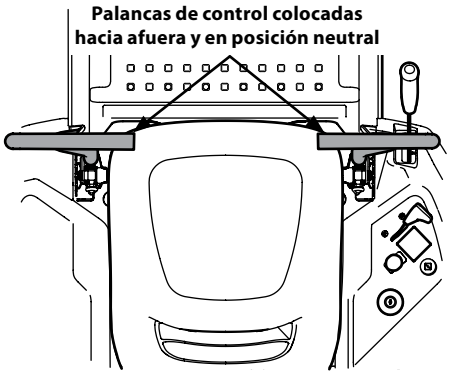

Figura 3-2
1. El operador debe estar sentado en el asiento del tractor con las palancas de control de la transmisión totalmente hacia afuera, en la posición neutra, para accionar el freno de mano. Consulte la Figura 3-2.